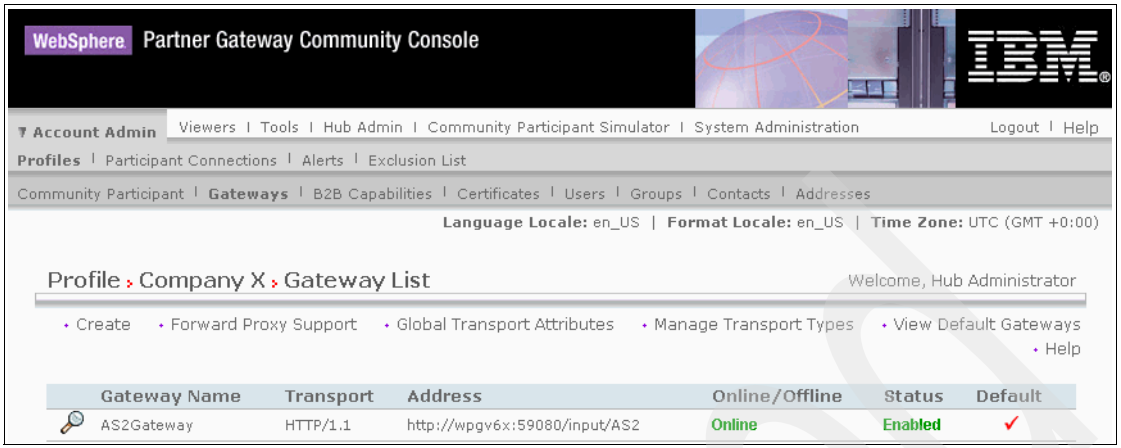

Figure 15-70 List of Gateways for Company X
6. Click **Gateways**. This brings up a list of gateways for Company X, as shown in Figure 15-70 on page 526.